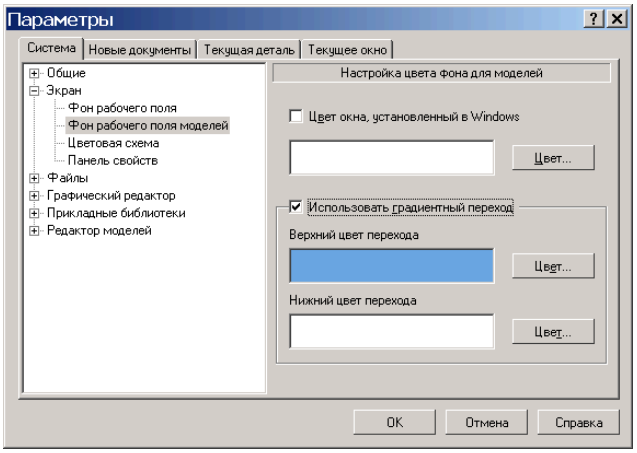

Рис. 1.14. Окно настроек параметров системы.
- выполните команду **Сервис⇒Параметры** (рис. 1.14);